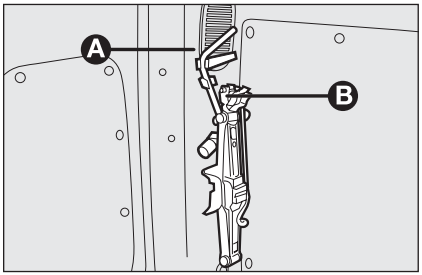
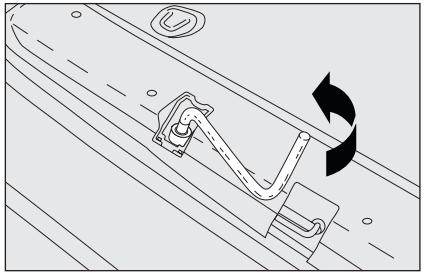

fig. 3 F0P0190m
fig. 4 F0P0296m
- ❒ Take the operating handle **A-fig. 3** out of the relevant retainers;
- ❒ Loosen the locking device **B-fig. 3**;
- ❒ Use handle **B-fig. 3** to loosen the spare wheel support locking bolt **fig. 4**;